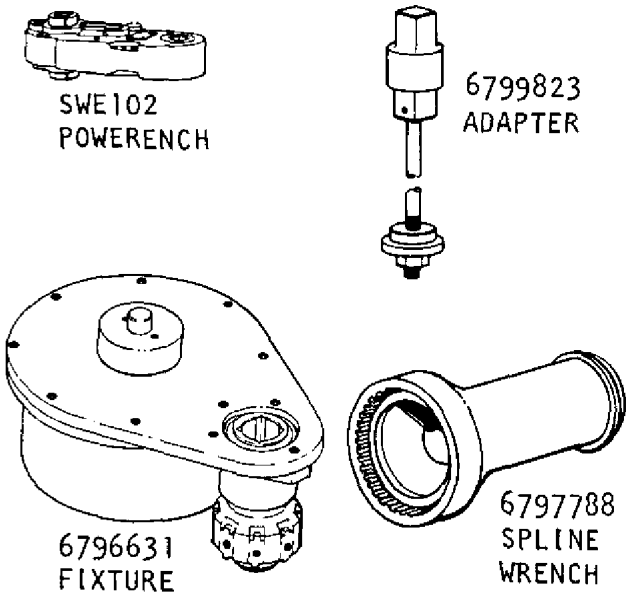

Figure 27. Tooling Required to Torque Planet Gear Rear Splined Nut
(6) Assemble 6797788 spline nut wrench (figure 27) to the 6796631 power wrench torque fixture. Install assembly on rear carrier with wrench engaging splined nut.
(7) Remove detail nut from 6799823 power wrench adapter (figure 27). Install adapter through fixture and planet gear. Reinstall detail nut to secure spline wrench to rear spline nut.